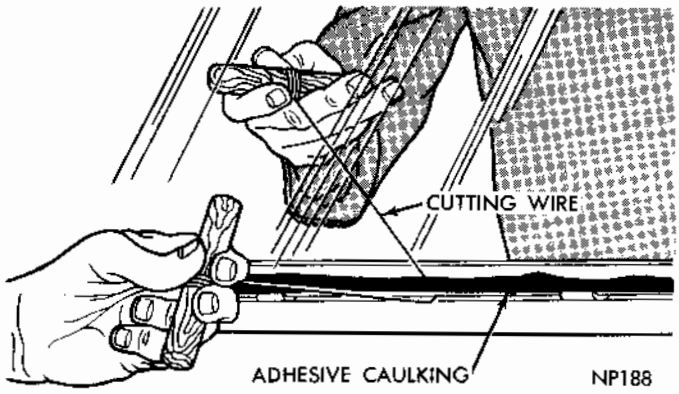

Fig. 1 Cutting Adhesive Caulking
(1) Place protective coverings over the areas adjacent to the glass being replaced.
(2) Remove window exterior mouldings using Tool C-4009A and inner garnish mouldings.
(3) Secure one end of a two foot length of tempered steel wire (.028 gauge max.) to a wooden handle.
(4) Insert other end of wire through adhesive at lower corner of window and secure to another wooden handle.
(5) With an assistant, carefully cut through adhesive material by pulling wire, in a sawing motion, up one side, across top, down opposite side and across bottom (Fig. 1).
(6) With an assistant, remove glass from opening and if original glass is to be reinstalled, place on a protected surface.
(7) All old adhesive should be removed from glass and opening reveal using a putty knife or razor blade. **DO NOT use an oil base solvent to remove adhesive.**
(8) Using steel wool, remove loose flakes of adhesive and old primer from reveal. Use light air pressure to clean reveal and surrounding areas.